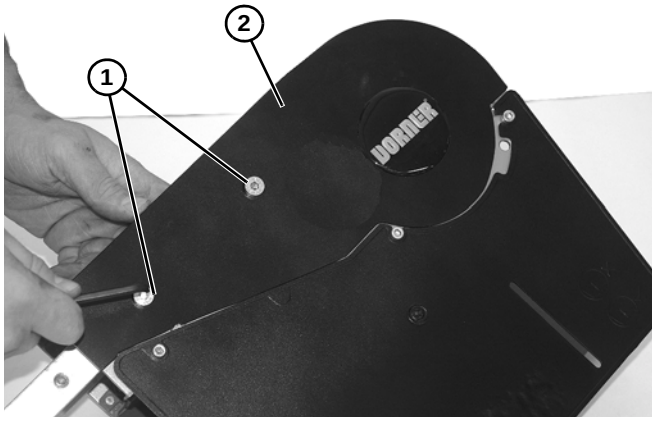

Figure 71
3. Remove two (2) head plate cover fastening screws **(Figure 71, item 1)** and remove cover plate **(Figure 71, item 2)**.